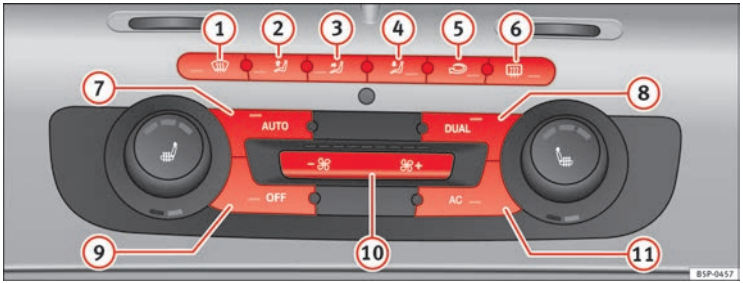

Fig. 110 On the dash panel: 2C Climatronic controls
– Turn the temperature control knobs ⇒ fig. 110 to adjust the temperature on the left hand side or the right hand side respectively.
– Press the AUTO ⇒ fig. 110 button. “AUTO High” is shown on the radio display (high fan speed).
– Press the AUTO button again ⇒ fig. 110. “AUTO Low” is shown on the radio display (low fan speed).